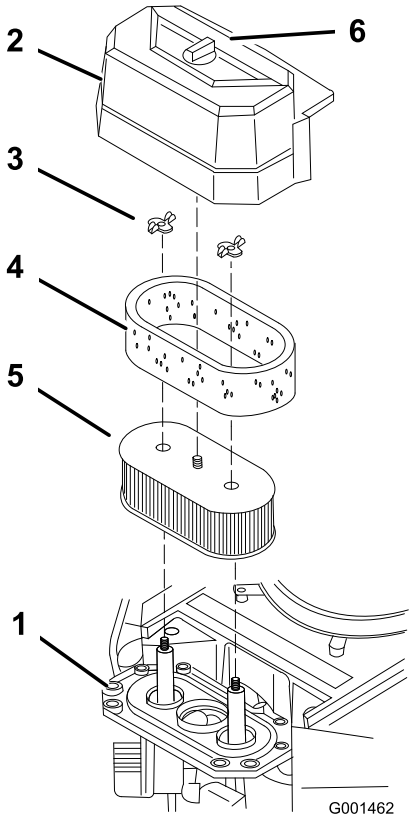

Figur 32
3. Gör rent runt luftrenaren så att inte smuts faller ner i motorn och orsakar skador (Figur 32).
4. Öppna kåpans vred och ta bort luftrenarkåpan (Figur 32).
5. Ta bort de två vingmuttrarna och ta bort luftrenarenheten (Figur 32).
6. Dra försiktigt bort skumplastinsatsen från pappersinsatsen (Figur 32).
Rengör inte pappersfiltret. Byt ut det var 200:e körtimme (Figur 32). Kontrollera att gummitätningen inte har sprickor, oljebeläggning eller skador och byt ut den om den är skadad.
1. Skjut försiktigt på skumplastinsatsen på pappersinsatsen (Figur 32).
2. Placera luftrenaren på luftrenarbasen och fäst den med hjälp av de två vingmuttrarna (Figur 32).
3. Sätt fast luftrenarkåpan på rätt plats och dra åt kåpvredet (Figur 32).